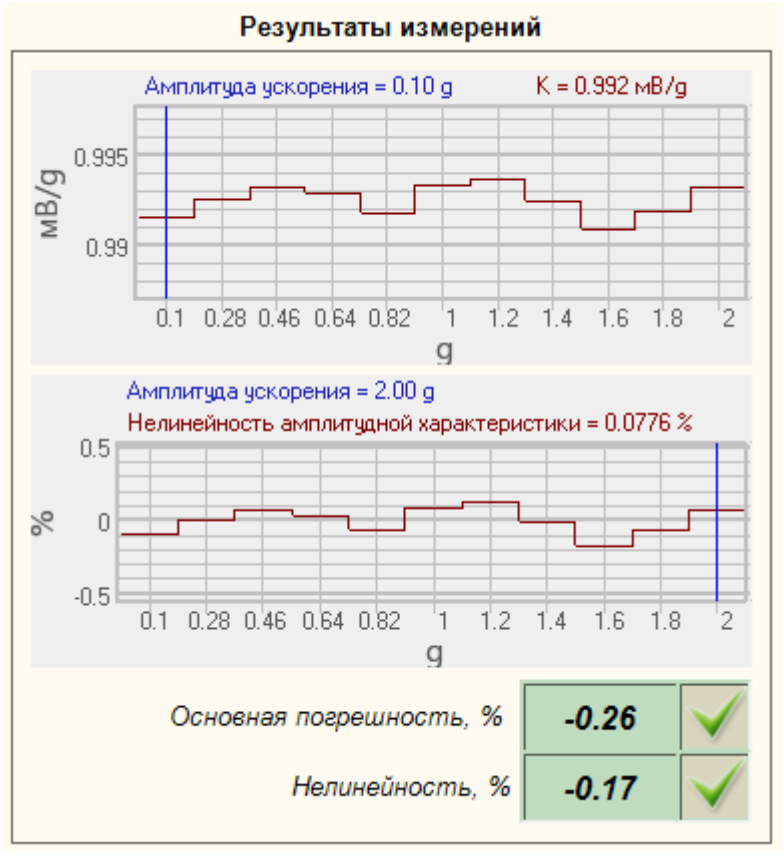

Рисунок 5.11 – Результаты измерений в амплитудном диапазоне
По результатам каждого измерения определяется основная погрешность вибропреобразователя (δai) в процентах по формуле (3) и строится график «К(А)» (Рисунок 5.11).
Нелинейность амплитудной характеристики (δa) в процентах определяется по формуле (4) и строится график «Нелинейность амплитудной характеристики (A)» (Рисунок 5.11).